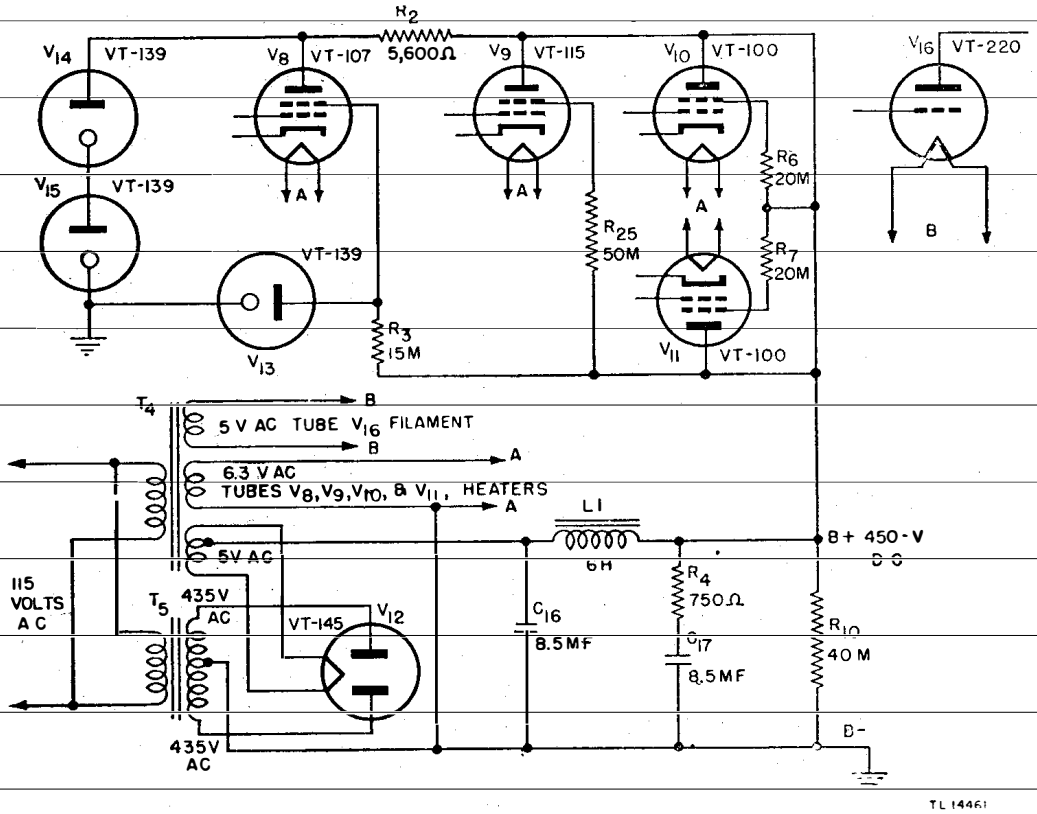

Figure 63. Exciter power supply—functional diagram.
a. Exciter Power Supply (fig. 63). The exciter power supply furnishes plate and screen-grid voltage for oscillator tube V_8, buffer-doubler tube V_9 and intermediate-amplifier tubes V_{10} and V_{11}. Fila-